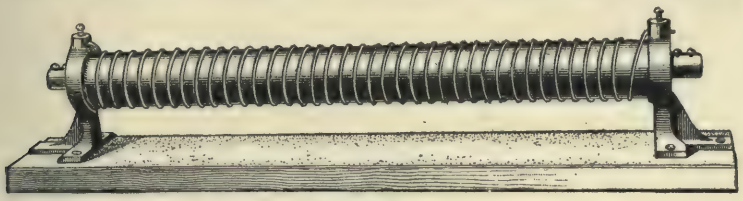

FIG. 32.
**32.** Fig. 32 shows the very unique form of shunt made by the Johnson Company. It is so simple that it explains